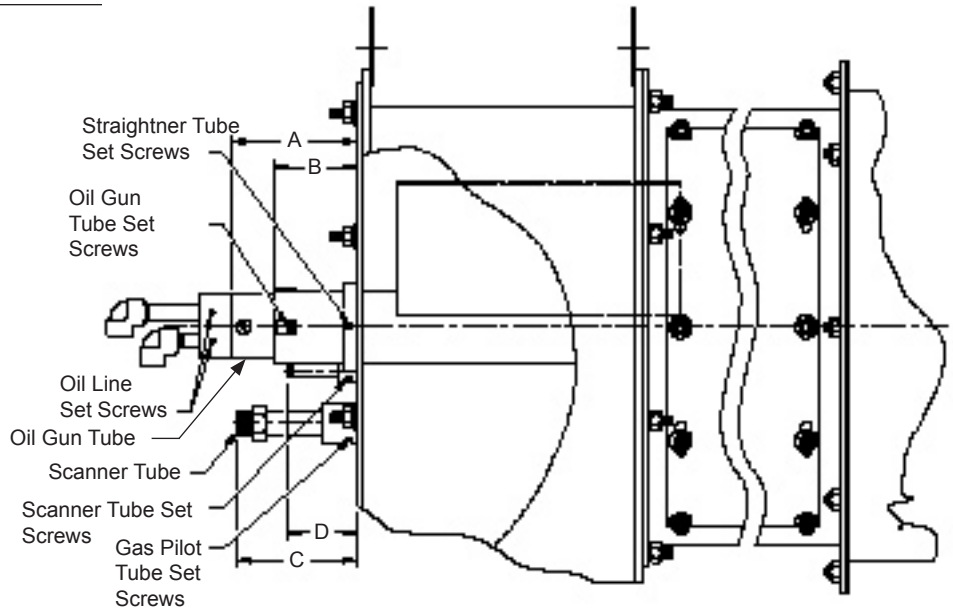

Figure F-2
- Mark the angle position of the straightner tube (Dim. H, Figure E-1) and measure its distance out from the backside to the end of the tube (Dim. A, Figure F-2).
- Mark the distance of the scanner to the backplate (Dim C, Figure F-2).
- Mark the distance of the gas pilot line to the backplate (Dim D, Figure F-2).
- Measure the dimension from the backplate to the end of the oil gun tube. This dimension, along with the intial position measured in figure F-2 will determine the limit of the adjustment. For example, if the diffuser is 1 inch behind the diffuser, then it can be adjusted in 3/4 inch or out 1/2 inch to stay within the limits of 1/4 inch to 1 1/2 inch diffuser to gas spud dimension.